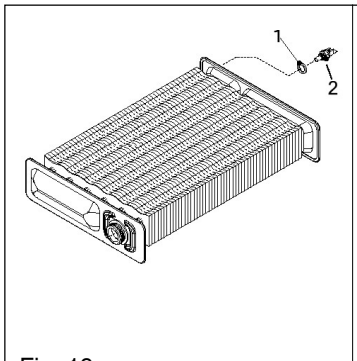

Fig. 19
6.10 PRIMARY THERMISTOR (fig. 19)